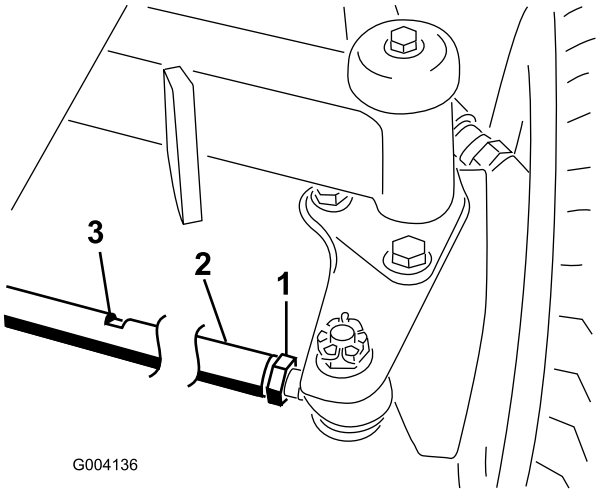

Figur 62
2. Løsn kontramøtrikken for hver ende af forbindelsesstangen (Figur 62).